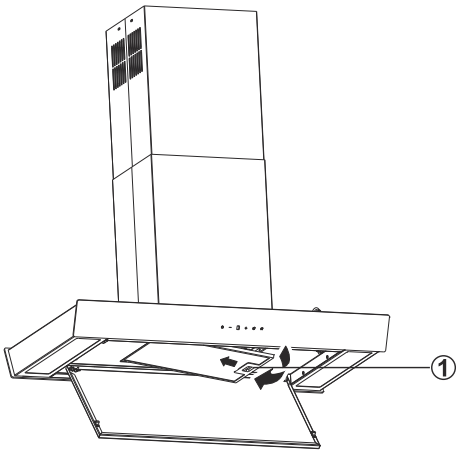

Abb. 17: Metallfettfilter herausnehmen
1. Öffnen Sie den Randabsaugungsplatte der Dunstabzugshaube (Abb. 17).
Öffnen Sie die Verriegelung des Metallfettfilters (Abb. 17/1) und sichern Sie diesen mit der anderen Hand vorm Herunterfallen.
3. Kippen Sie den Metallfettfilter nach vorn und entnehmen ihn (Abb. 17).